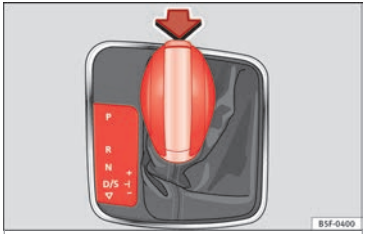

Fig. 158 Automatic gearbox
– Press and hold the brake pedal and press the selector lever lock on the left of the selector lever at the same time ››› **Fig. 158**.